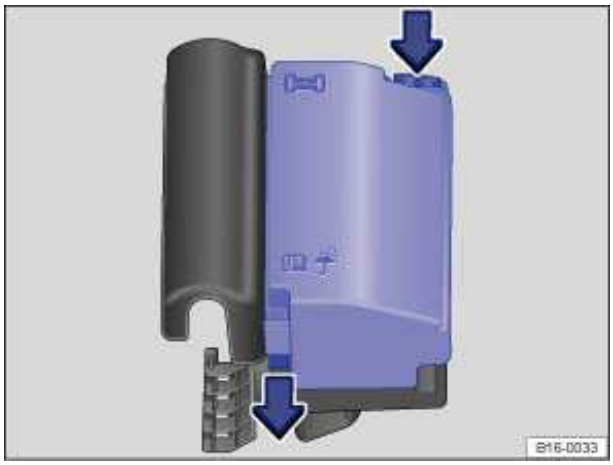

Fig. 169 In the engine compartment: Fuse box cover.
- Move the release tabs in the direction of the arrows ⇒ fig. 169 to unlock the fuse box cover.